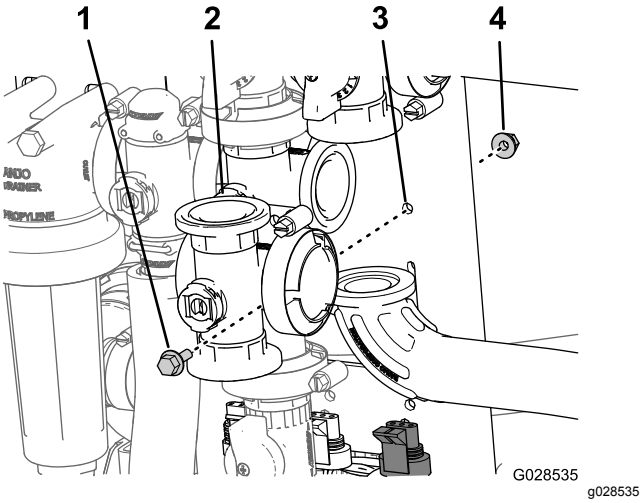

Figur 93
2. Fjern flenshodeskruen og den flensede låsemutteren som sikrer hovedbomventilen til ventilfestet, og fjern ventilmanifoldet fra maskinen (Figur 93).